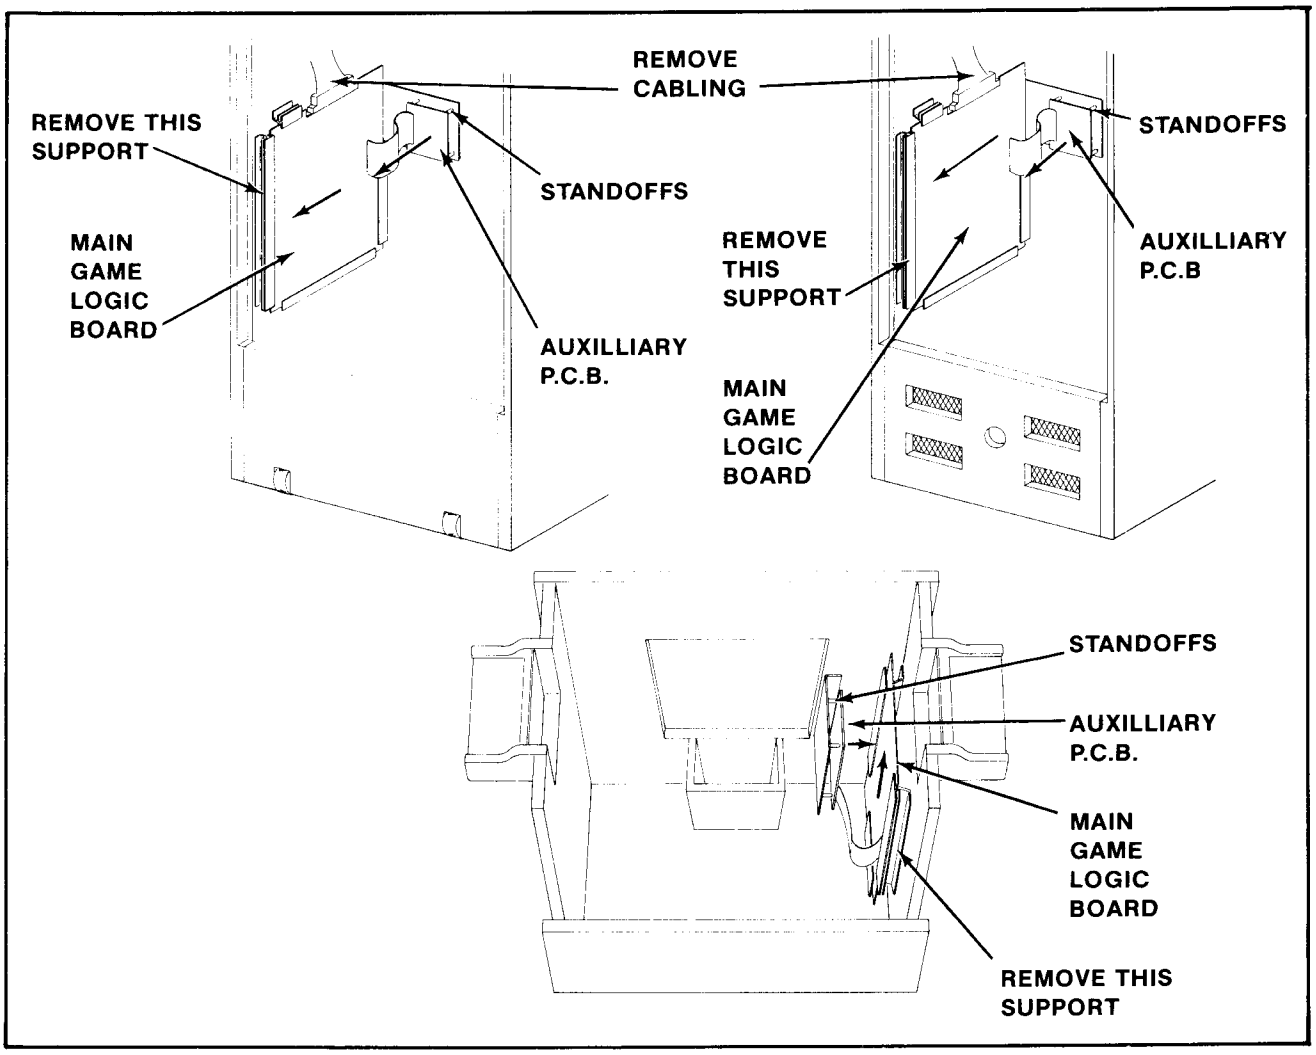

Figure 19 Removing printed circuit boards
1. **UPRIGHT MODEL:** See Figure 19.
- Remove the P.C.B. clamps indicated in Figure 19 and slide the Main Game Logic Board out the back of the cabinet.
2. **MINI MODEL:** See Figure 19.
3. **COCKTAIL TABLE MODEL:** See Figure 19.
- To remove the Main and Auxiliary Game Logic Boards. See Figure 19.
Remove the P.C.B. clamps indicated in Figure 19 and slide the Main Game Logic Board out of the cabinet.
CAREFULLY pop the Auxiliary Game Logic Board off its four snap-in mounting posts and lift it out of the cabinet. See Figure 19.